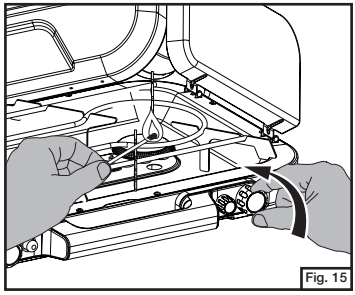

Fig. 15
- Hold lighted match near burner and open burner valve. (Fig. 15)